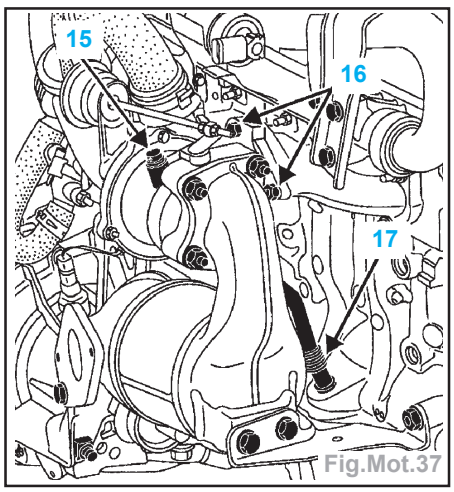

Fig.Mot.37
- le tuyau d'arrivée en huile (15) du turbo (Fig.Mot.37),
- les deux écrous de fixation supérieure (16).